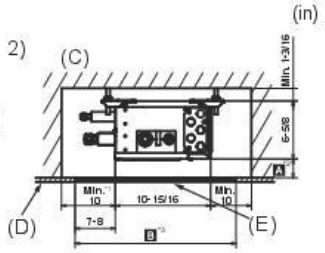
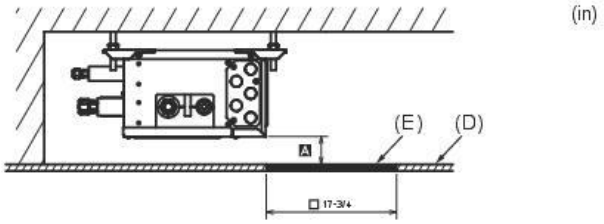

Fig. 4-8
Fig. 4-9
2) Side View (Fig. 4-8, Fig. 4-9)
In the case of "□ 17-3/4 in (450 mm)", prepare a maintenance hole at a PCB side (as it is shown in Fig. 4-9), and "Min. 11-13/16 in (300 mm)" is needed as distance A.